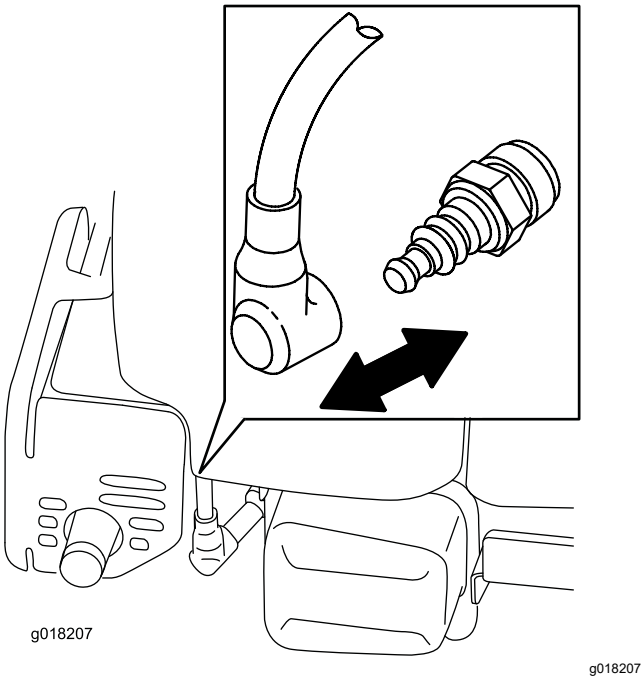

Rysunek 22
2. Przed wykonaniem którejkolwiek z procedur konserwacyjnych odłącz kabel świecy zapłonowej od świecy (Rysunek 22).